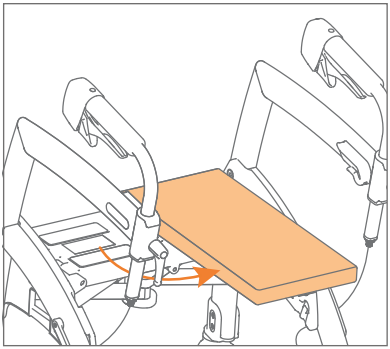

Figuur 10: Zet het kussen dwars.
c. Trek het zitkussen los, draai het 90 graden en bevestig het dwars aan de kant van de rode knop **(Figuur 10)**.